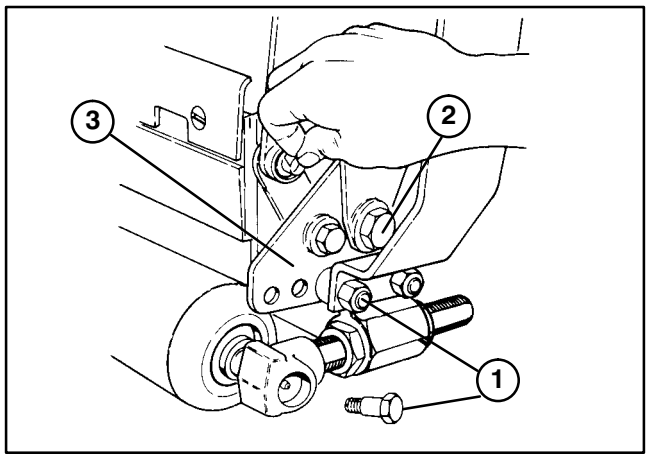

Figure 24
1. Remove the shoulder bolts, bushings and spacers from each end of the unit and remove the bedbar/bedknife assembly (Fig. 24).